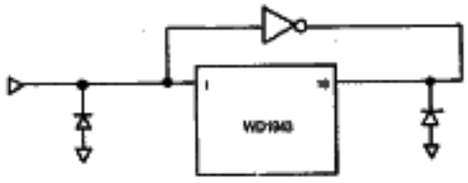

FIGURE 5. HIGH-SPEED DIODE TO CLAMP UNDERSHOOT
3. Add a high speed diode to clamp undershoot, as shown in Figure 5.